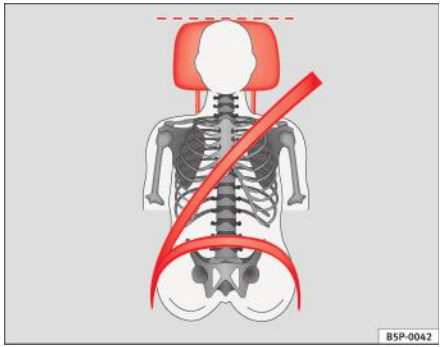
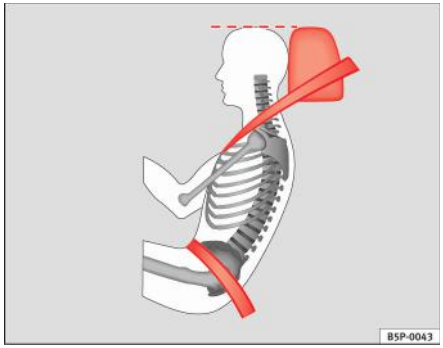

Fig. 3 Tetieră corect reglată văzută din față
Fig. 4 Tetieră corect reglată văzută din lateral
– Reglați tetiera astfel încât marginea superioară a acesteia să se afle la acelaşi nivel cu creştetul sau cât mai aproape posibil de acest nivel şi cel puțin la nivelul ochilor ⇒ fig. 3 şi ⇒ fig. 4.